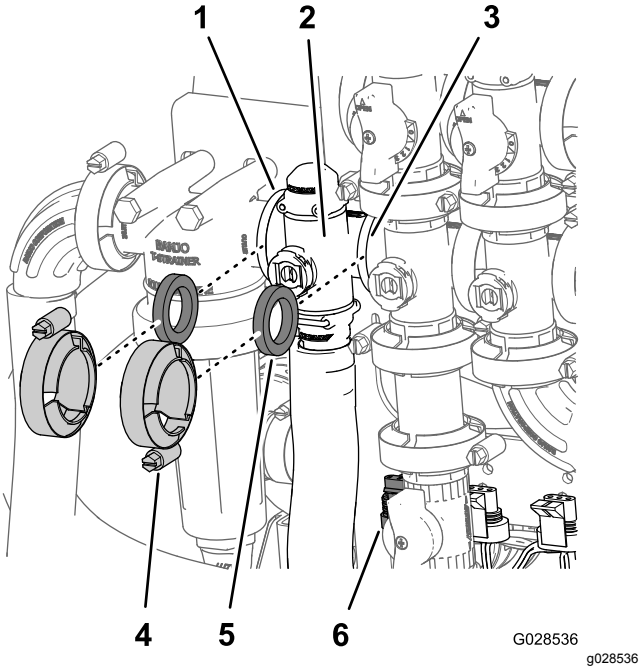

Figur 88
1. Fjern klemmene og pakningene som fester manifoldet for mengderegulatorventilen (Figur 88).